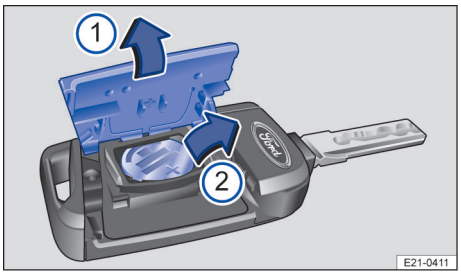
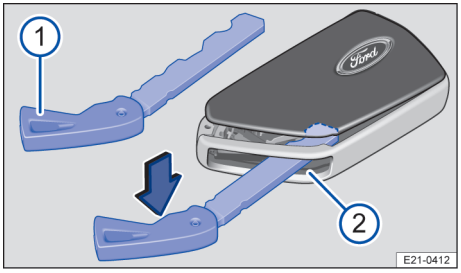

Fig. 52 Clé du véhicule : remplacement de la pile bouton
Fig. 53 Clé du véhicule : ouverture du cache de pile
En fonction de l'équipement, le remplacement de la pile bouton peut être réalisé selon deux variantes → fig. 52 et → fig. 53.
2. Ouvrez le cache vers le haut → fig. 52 ①.
3. Retirez la pile bouton du compartiment à pile en faisant levier ②.
2. Engagez la clé de secours dans la fente → fig. 53 ②, poussez-la dans le sens de la flèche et extrayez le cache en faisant levier.